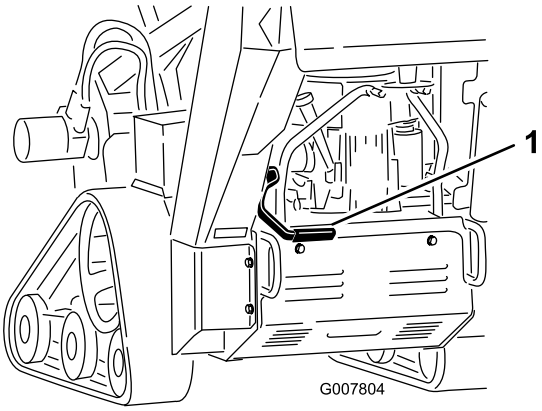

**Figur 15**
- Lägg i parkeringsbromsen genom att föra bromsreglaget bakåt och uppåt (Figur 15).
- Lägg ur bromsen genom att föra reglaget bakåt och nedåt (Figur 15).